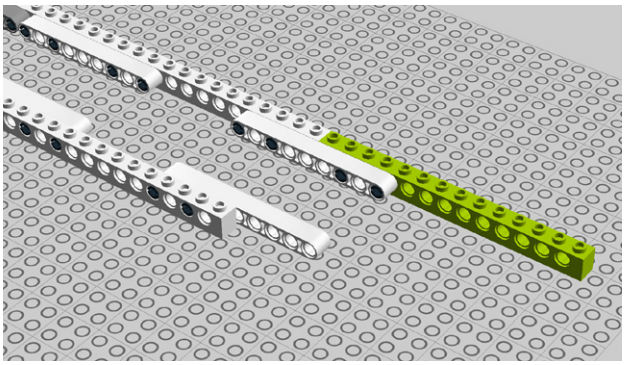

Figure 8-70. *Step 65: Adding a 14M beam*
65. Add a 14M Technic brick (Figure 8-70).